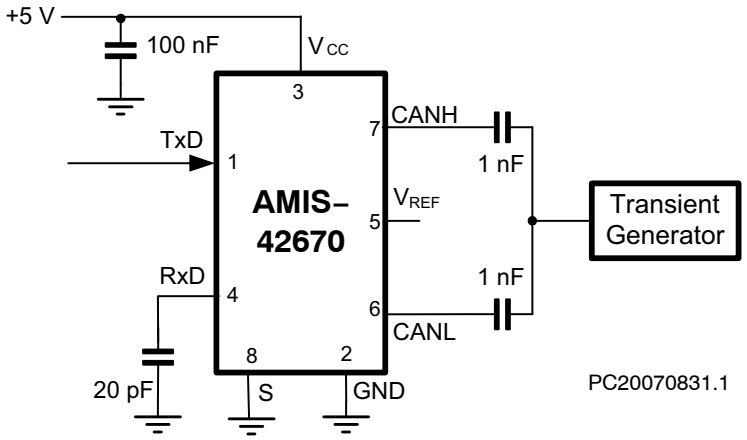

Figure 3. Test Circuit for Transients
2. Applied transient waveforms in accordance with ISO 7637 part 3, test pulses 1, 2, 3a, and 3b (see Figure 3).
The pins CANH and CANL are protected from automotive electrical transients (according to "ISO 7637"; see Figure 3). Pin TxD is pulled high internally should the input become disconnected.